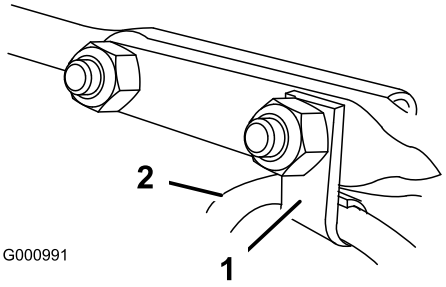

Bild 16
6. Setzen Sie die Kabelklemme, die das Ablenkkabel stützt, auf die vordere Schlossschraube auf. Befestigen Sie die Schlossschrauben mit den Sicherungsmuttern aus der Tasche mit den lose mitgelieferten Teilen (Bild 16).